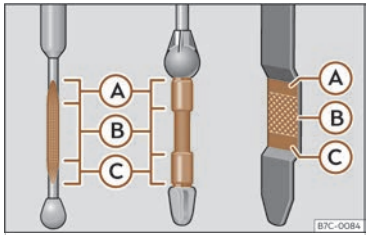

Fig. 244 Engine oil dipstick.
- Then pull it out again and check the oil level >>> Fig. 244. Top up with engine oil if necessary.
- When the oil level reaches at least zone >>> Fig. 244 Ⓑ, carefully screw on the engine oil filler cap >>> ⓘ.